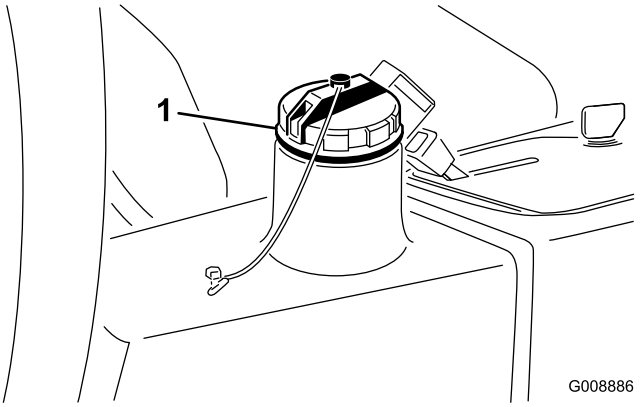

Figur 58
3. Fyll tanken (Figur 58) med ca 13,2 liter hydraulvätska; se Kontrollera hydraulsystemet.